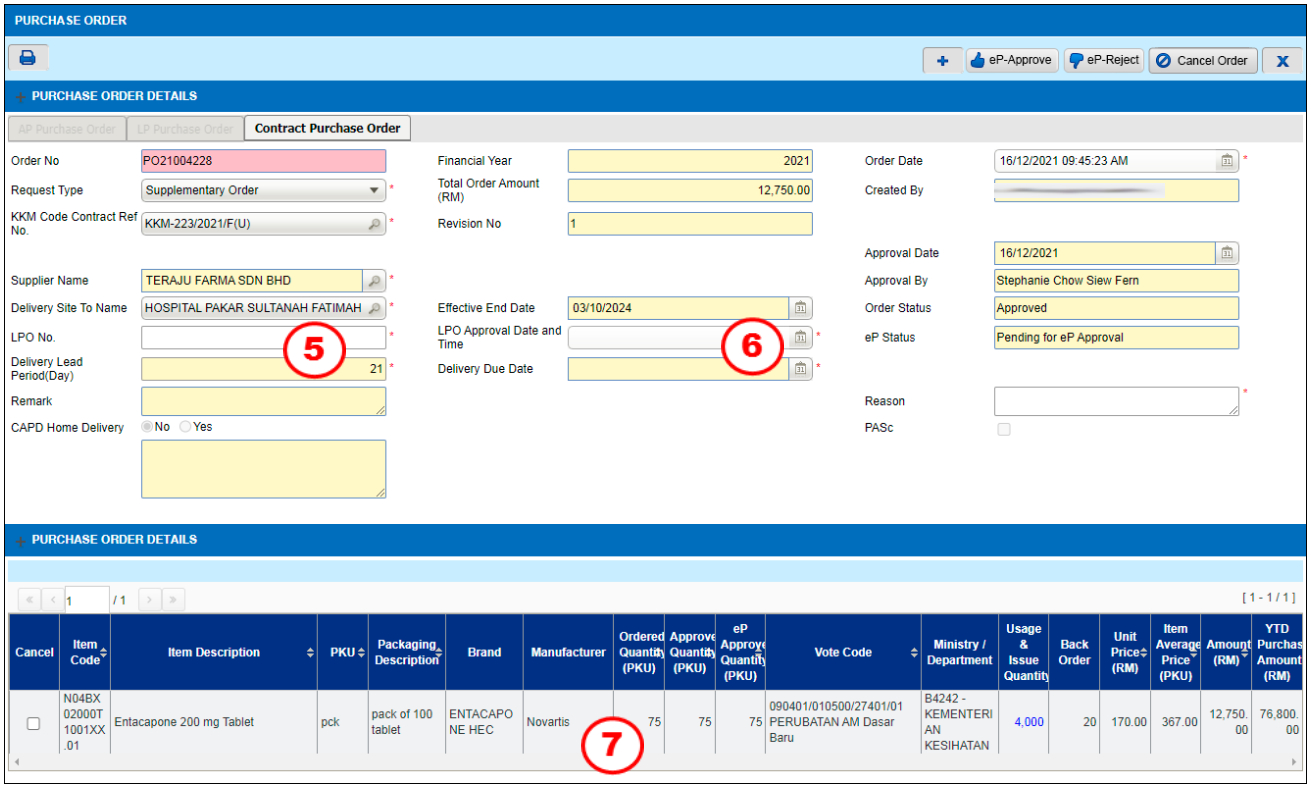

Figure 3.11-8 Purchase Order
- *Once approve record will show eP-Approve as shown in Figure 3.11-8.*